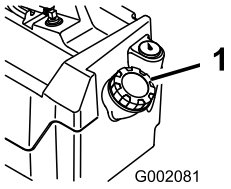

Figur 21
2. Rengjør området rundt der filteret skal festes (Figur 21).